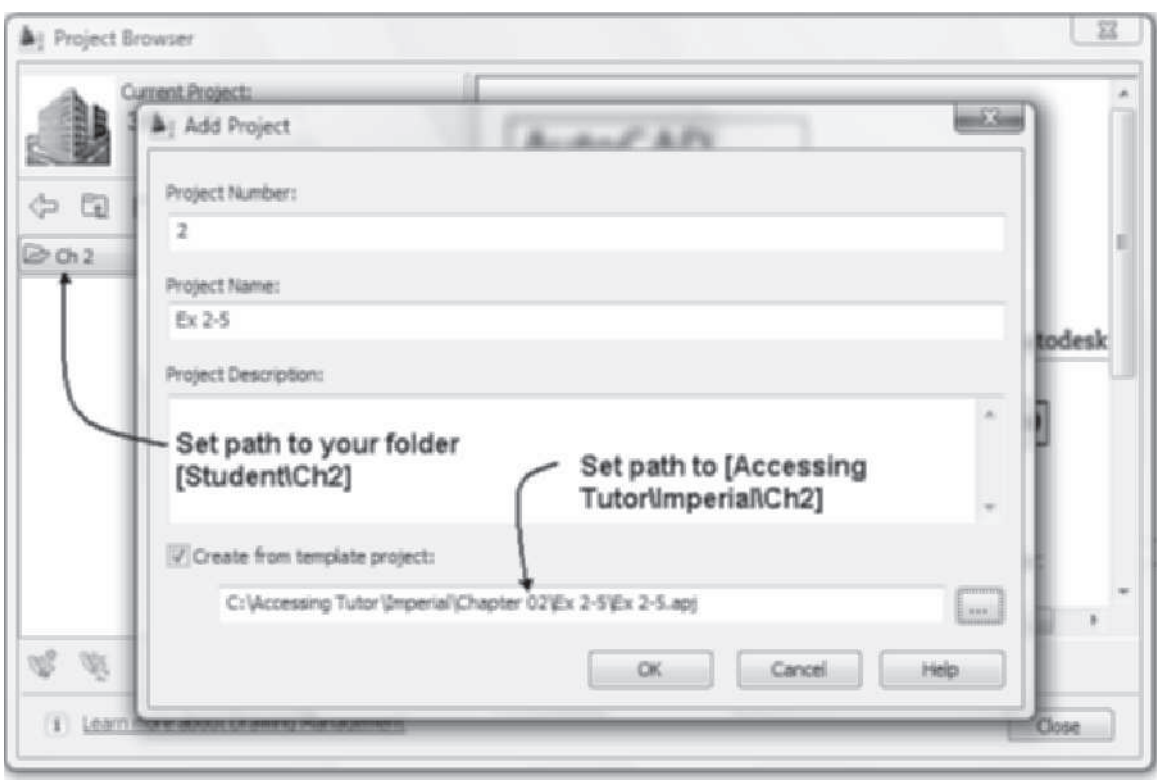

FIGURE 2.64 *Creating the Ex 2-6 project*
2. Open AutoCAD Architecture 2011, and verify that a drawing is open. Select **Project Browser** from the Quick Access toolbar. Use the Project Selector drop-down list to navigate to your *Student\Ch2* directory, as shown in Figure 2.64. Select **New Project** to open the **Add Project** dialog box. Type **2** in the **Project Number** field, and type **Ex 2-6** in the **Project Name** field as shown in Figure 2.64. Check **Create** from template project, choose **Browse**, and edit the path to *Accessing Tutor\Imperial\Ch 2\ Ex 2-6 \Ex 2-6.apj* [Accessing Tutor\Metric\Ch 2\Ex 2-6\Ex 2-6.apj] in the **Look in** edit field. Choose **Open** to close the **Select Project** dialog box. Choose **OK** to dismiss the **Add Project** dialog box. Select **Close** to dismiss the Project Browser.